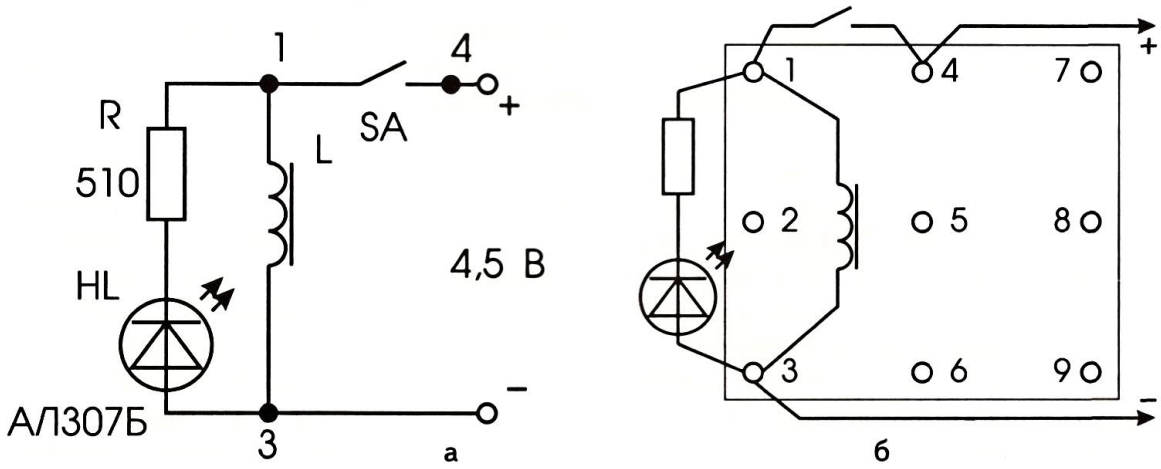

Рис. 3
1. Соберите цепь по рис. 3, *а, б*. В качестве индикатора регистрации тока самоиндукции используйте светодиод **HL**, включенный через ограничительный (защитный) резистор **R**.